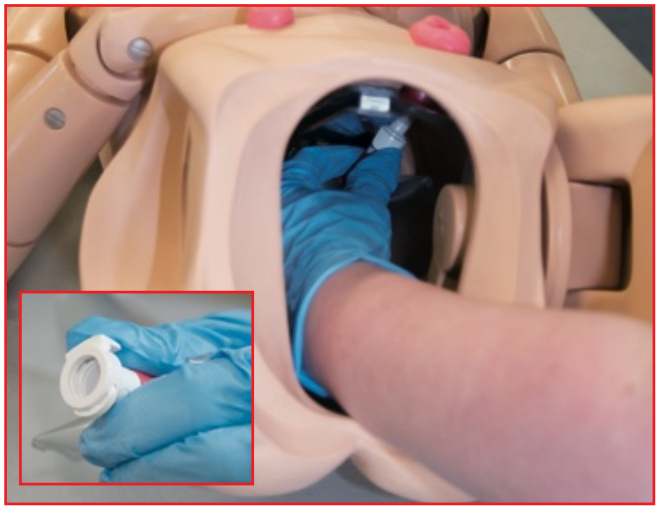

Figure 13
1. Inside the upper torso is a reservoir bag with a maximum capacity of 500 cc, which is attached to the underside of the gastrostomy opening with a two part coupler. The bag is removed by pushing in on the L-shaped button and pulling it straight away. (***See Figure 13 and inset.)***